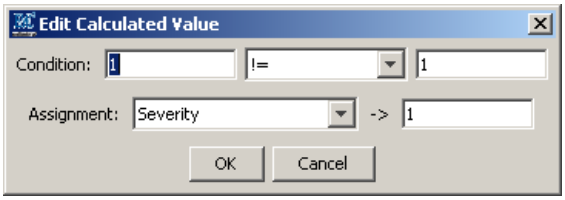

Figure 12 Edit Calculated Value dialog box
3. Click **Add**. The default **Edit Calculated Value** dialog box appears as shown in Figure 12 on page 40.